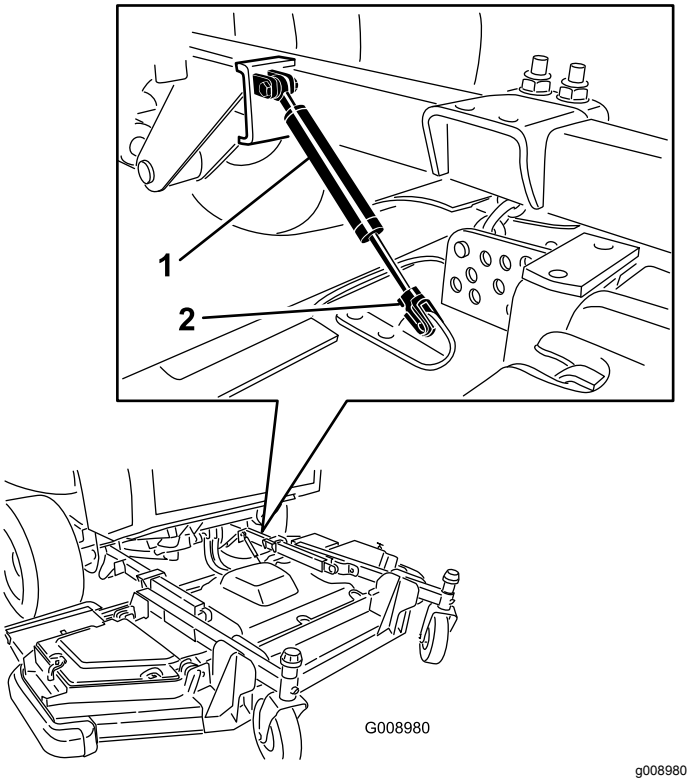

**Figur 136**
3. Ta bort hållarklämman och koppla bort motviktssystemet från klippdäcket (Figur 136).